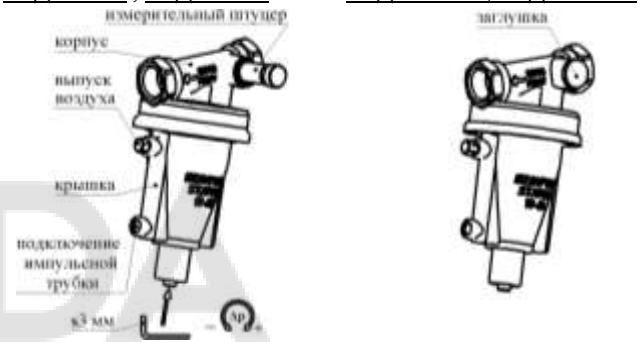

Рисунок 1.
3.1 Монтажная настройка регуляторов производится с помощью шестигранного ключа S3 путём поворота настроечного элемента регулятора на заданное количество оборотов (см. рис. 1).